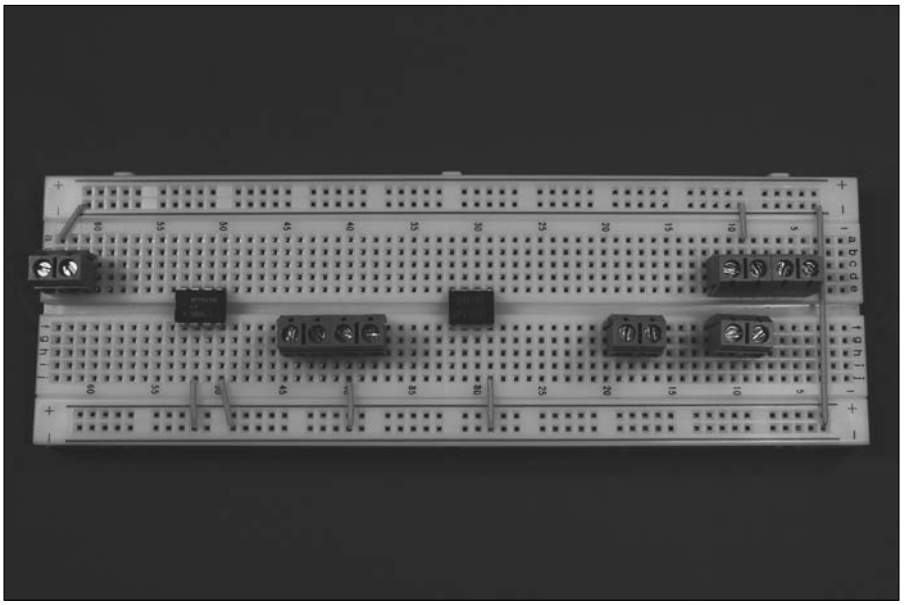

Figure 8-6: Six shorter wires connect components to ground bus; the long wire on the right connects the two ground buses.
2. **Insert wires to connect the ICs and the terminal blocks to the ground bus and insert a wire between the two ground buses to connect them to each other, as shown in Figure 8-6.**